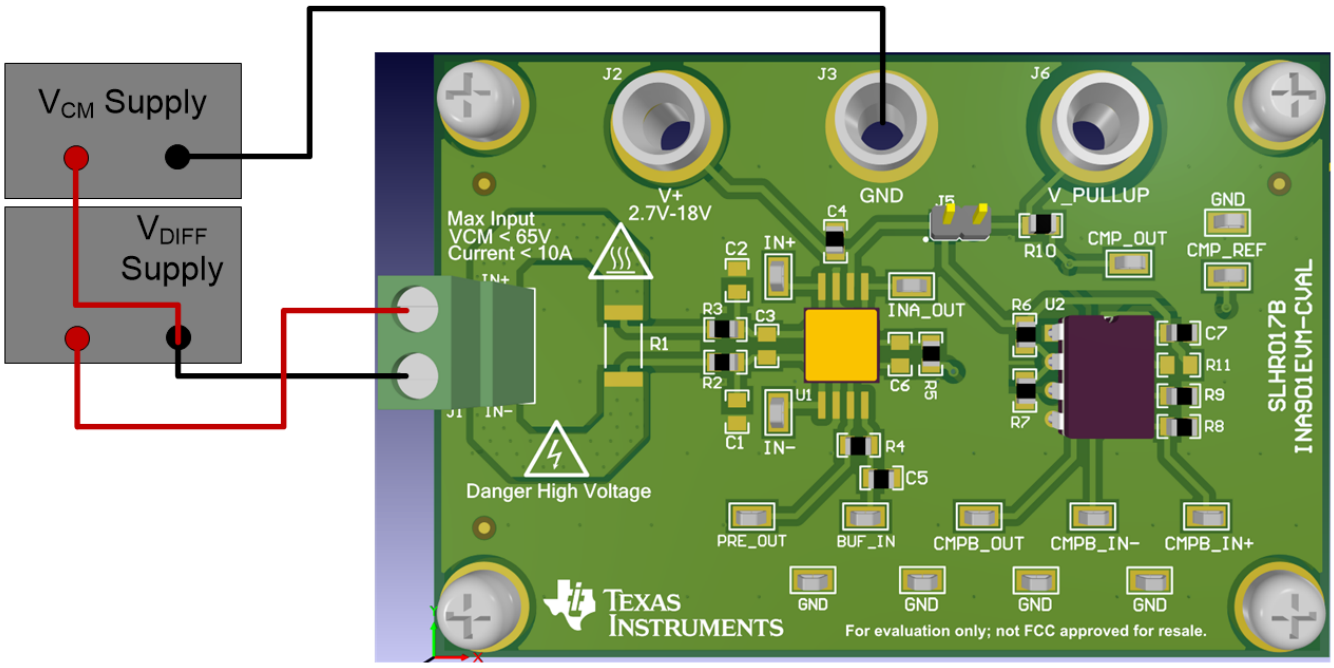

Figure 3. Supply Setup for Common and Differential Voltage
Step 2. Set the common mode voltage: to evaluate at a specific common mode, connect an unpowered –15-V to 65-V voltage supply to the inputs by connecting the positive lead of the external voltage source to the negative terminal of J1, and negative lead to a GND test point. This action effectively raises the absolute common-mode voltage of the input pins, while still retaining a positive input differential signal. Figure 3 shows how this supply setup should look when this is done. Ensure that the supplies used to perform this are able to withstand the voltages present before using this method.